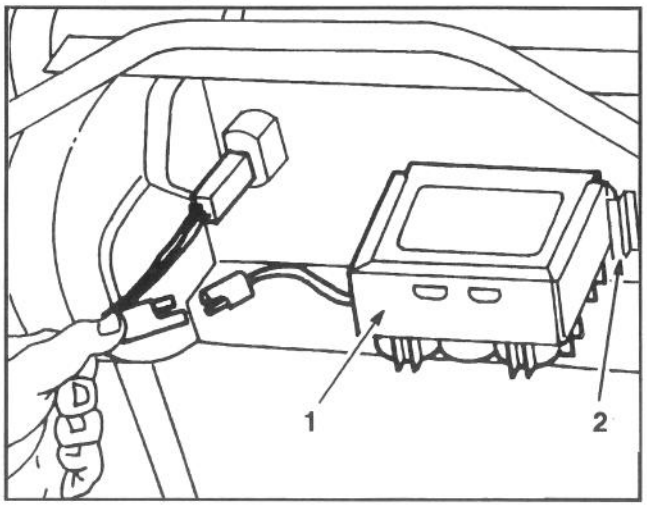

Abb. 26
1. Den Motor abstellen und die Kabel von der Batterie trennen (Abb. 26).